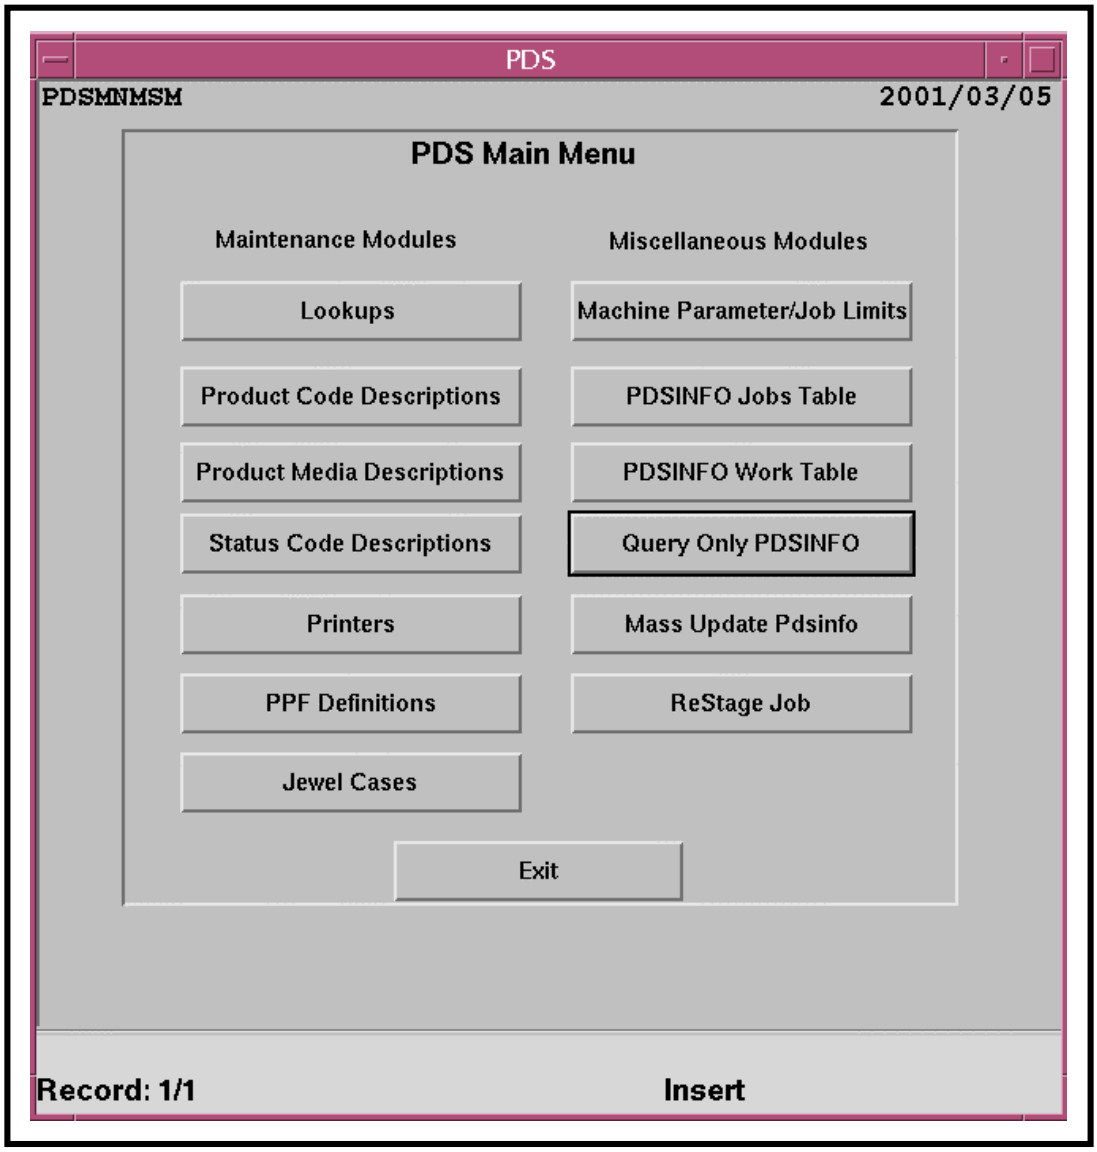

Figure 82. PDS Maintenance Module Main Menu
- The PDS **Maintenance Module Main Menu** (Figure 82) is displayed.
Shutting down the PDS Maintenance Module starts with the assumption that the applicable servers (e.g., the Oracle DBMS server) are running and either the PDS **Maintenance Module Main Menu** (Figure 82) or one of the maintenance modules is being displayed.
- If the maintenance module window was dismissed, the PDS **Maintenance Module Main Menu** (Figure 82) is displayed.
Shutting down the PDSIS Maintenance Module starts with the assumption that the applicable servers (e.g., the Oracle DBMS server) are running and either the **PDSIS Maintenance Module Main Menu** (Figure 82) or one of the PDSIS maintenance modules is being displayed.